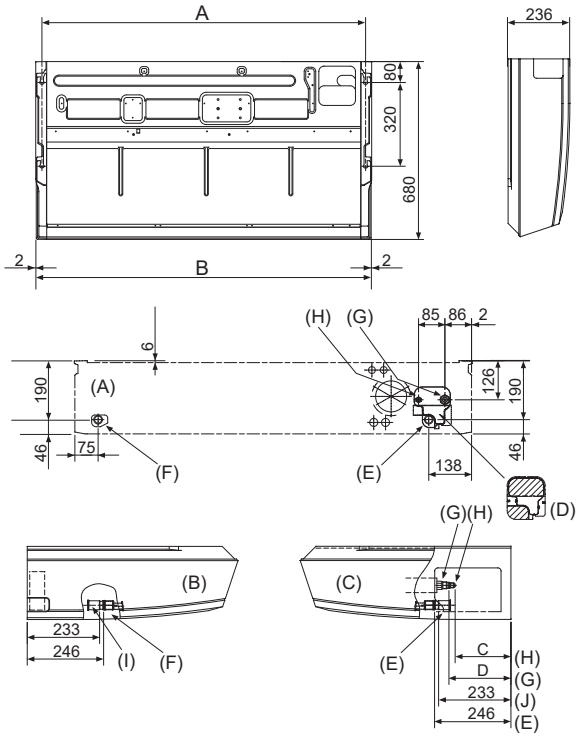

Fig. 3-2
3.2. Preparazione dell'installazione (Fig. 3-2)